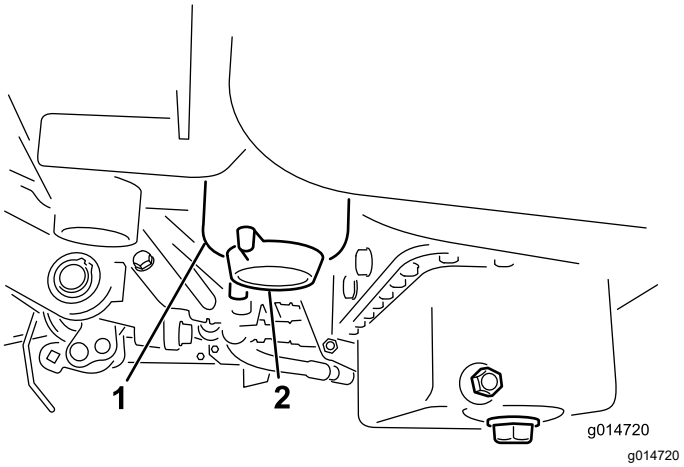

Figur 36
2. Rengør området, hvor filterskålen monteres (Figur 36).
4. Åbn filteraftapningsventilen (Figur 36).